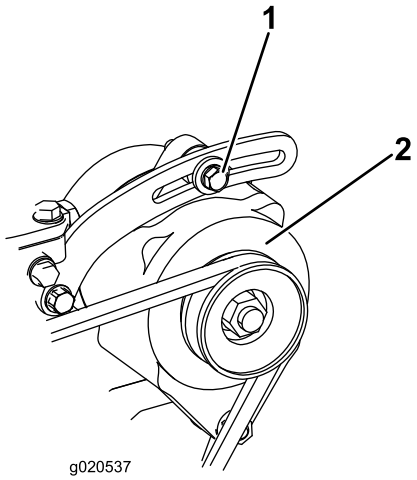

Figur 100
1. Hvis du ikke kan trykke den ned 10 mm, løsner du monteringsboltene for generatoren (Figur 100).